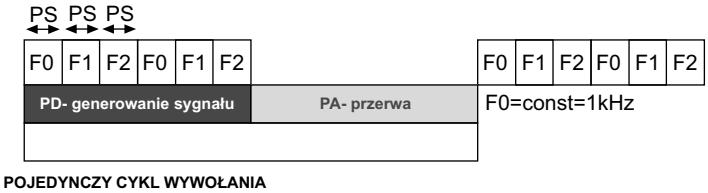

Rys. 8.1 Struktura sygnału wywołania
Parametr decyduje o tym, jak długo unifon jest wywoływany. Podana wartość odpowiada liczbie cykli wywołania (sygnał + następująca po nim przerwa – patrz rys. 8.1)
Sygnał wywołania składa się z trzech tonów o różnej częstotliwości (F0, F1 i F2) generowanych kolejno w pewnym okresie czasu (PD – patrz rys. 8.1), po czym następuje przerwa (PA) – całość stanowi pełny cykl wywołania. Można ustalić dowolne proporcje między czasem generowania sygnału a następującą po nim przerwą, ponadto można też zmieniać czas trwania pojedynczego tonu (PS) oraz częstotliwości tonów F1 i F2. Dzięki temu można w szerokim zakresie kształtować dźwięk wywołania unifonu.